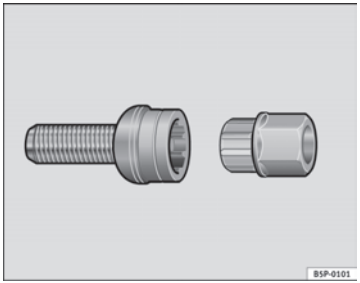

Fig. 142 Anti-theft wheel bolt
– Insert the adapter onto the wheel bolt and push it on as far as it will go ⇒ Fig. 142.